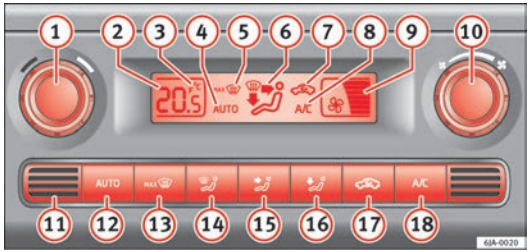

Fig. 100 Climatronic: controls
- AC (18) ⇒ Fig. 100 ⇒ page 133 on.
- Press the AUTO button (12) ⇒ Fig. 100 ⇒ page 133.
Keep the AUTO and AC buttons ⇒ Fig. 100 ⇒ page 133 pressed down at the same time. The data is displayed on the screen in the units required.
The interior temperature sensor (11) ⇒ Fig. 100 ⇒ page 133 is at the bottom. Do not cover it with stickers or the like, as this could have a negative effect on Climatronic operations. ■
– Press the AUTO button (12) ⇒ Fig. 100 and **AUTO** displayed on the screen.
– When you switch on the ignition, control (1) ⇒ Fig. 100 ⇒ page 133 can be used to set the required interior temperature.
– Press button (17) ⇒ Fig. 100 ⇒ page 133 and the symbol is displayed on the screen.
– Press button (17) ⇒ Fig. 100 ⇒ page 133 and the symbol disappears from the screen.
– Turn rotary control (10) ⇒ Fig. 100 ⇒ page 133 anti-clockwise (decrease speed) or clockwise (increase speed).
– Press button MAX (13) ⇒ Fig. 100 ⇒ page 133.
– Press button MAX (13) ⇒ Fig. 100 ⇒ page 133 several times or press the AUTO button.